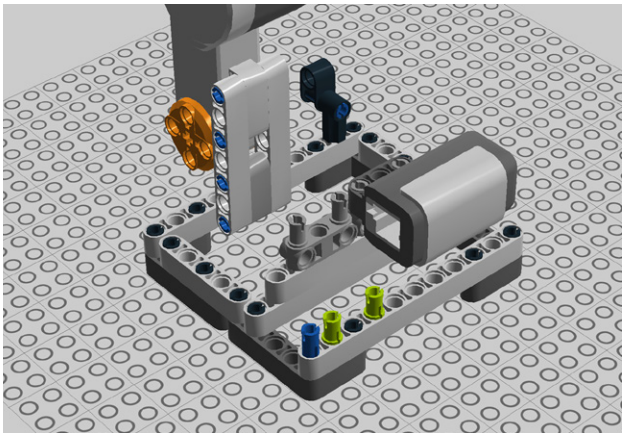

Figure 9-99. *Step 94: Adding pegs*
94. Insert a pair of connector pegs as shown in Figure 9-99.